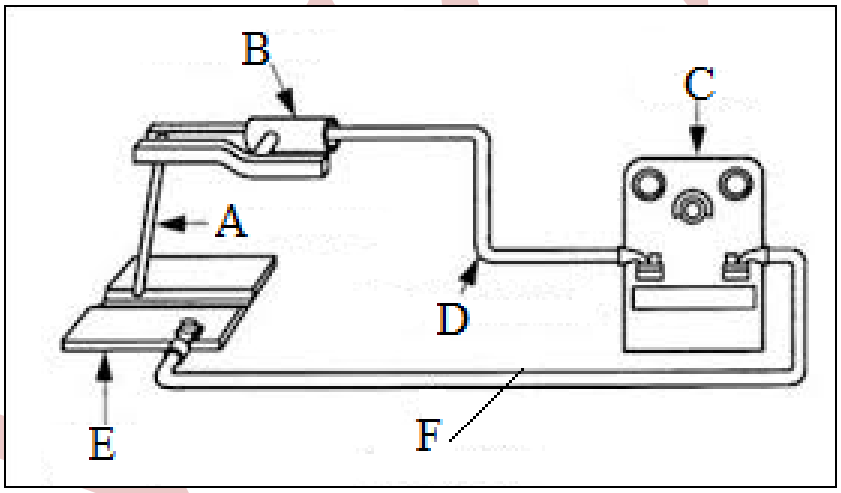

FIGURE 1 (6)
2.1 FIGURE 1 shows the set-up of equipment used for shielded metal arc welding (SMAW).